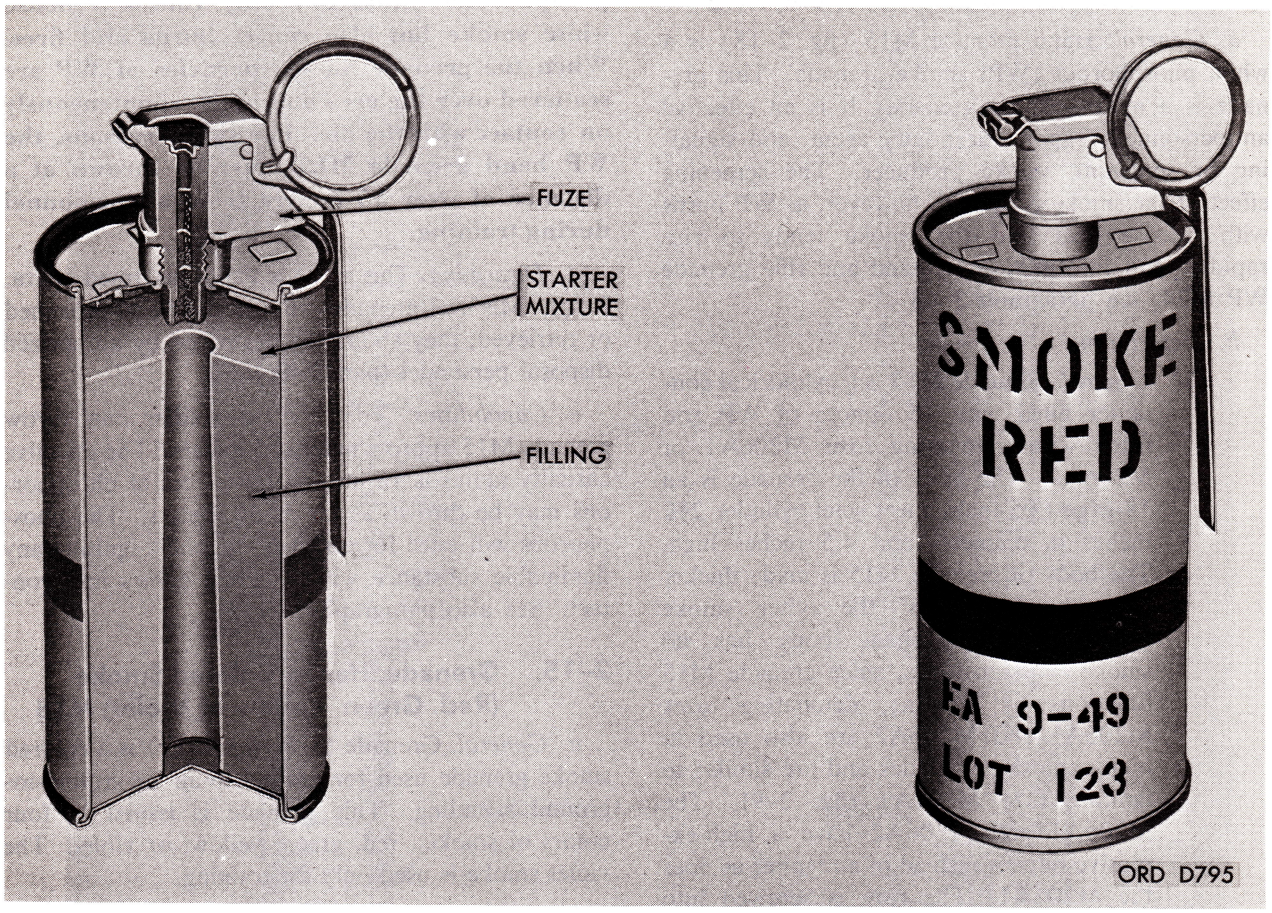

Figure 2–19. Grenade, hand: red smoke M18, w/fuze, M201A1.
a. General. Grenade M18 (fig. 2–19) is a colored smoke grenade used for ground-to-air or ground-to-ground signaling. This grenade is issued in four colors of smoke: red, green, yellow, or violet. The violet smoke is used only for training.